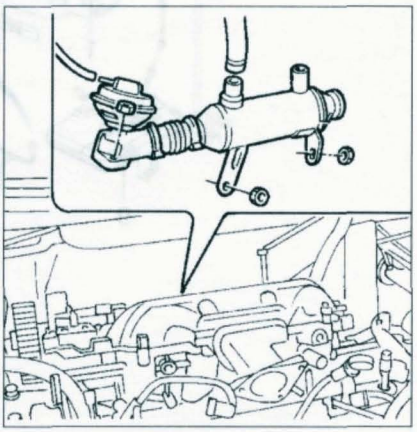

FIGURE 1-23
- l'ensemble électrovanne EGR-échangeur de chaleur **(figure 1-23)**.